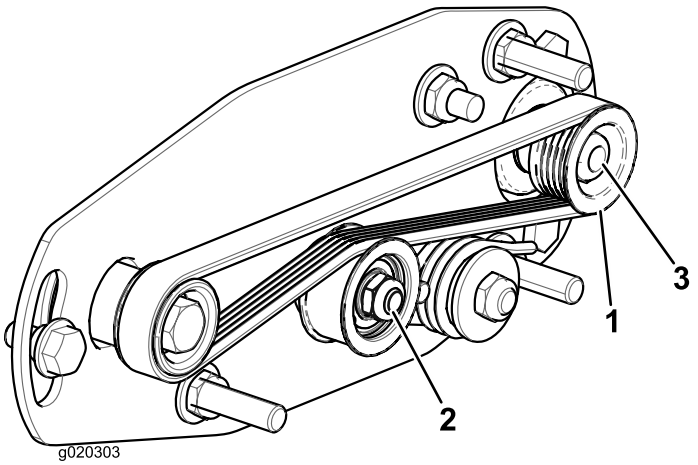
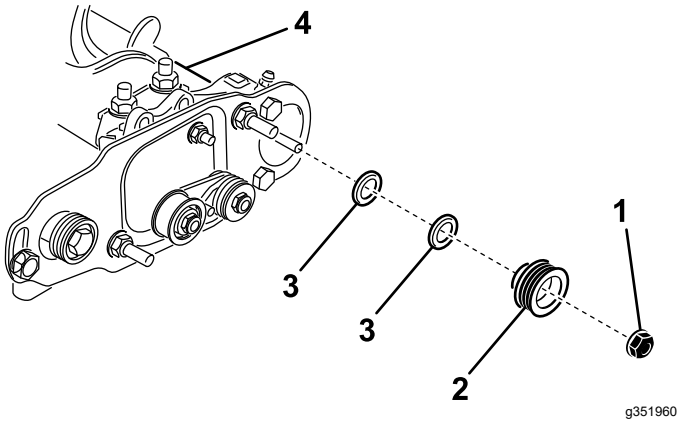

Figura 24
Figura 25
Nota: A polia acionada (no eixo da escova do rolo) pode-se movimentar para dentro ou para fora (Figura 24).
2. Rodando o cilindro, que por sua vez roda a polia da transmissão, levante a correia da polia da transmissão (Figura 24)
3. Retire a porca de retenção de 5/16 pol. que fixa a polia acionada ao eixo da escova (Figura 24 ou Figura 25).
4. Retire a polia acionada do veio (Figura 25).
5. Se a polia necessitar de sair mais, adicione uma anilha de 0,8 mm de espessura (Figura 25).